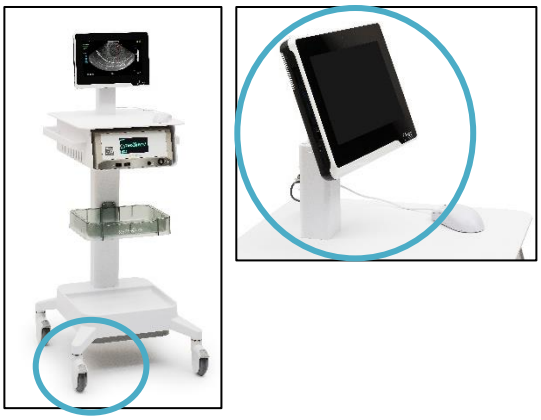

Afbeelding 2-11. De systeemwagen heeft een instelbare bevestiging voor het SMART Tablet en vergrendelbare wielen.
- vergrendelbare wielen; zie afbeelding 2-11.